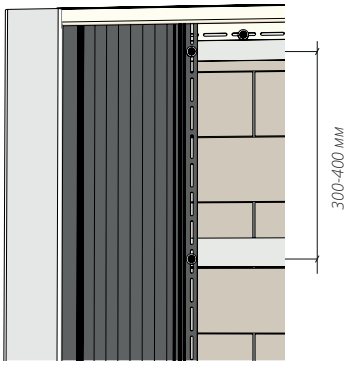

Рисунок 74
15.2 Шаг крепления саморезов должен быть 300-400 мм (рис. 74).